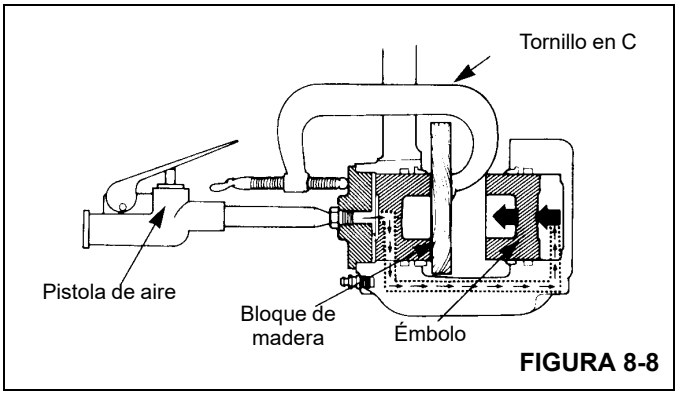

FIGURA 8-8
b. Aplique aire comprimido al adaptador de entrada para forzar la salida de los émbolos de la otra caja. Si un émbolo sale antes que el otro, coloque un pedazo de madera delante del émbolo que salió primero. Aplique aire comprimido para forzar la salida del otro émbolo fuera de la caja (Figura 8-8).